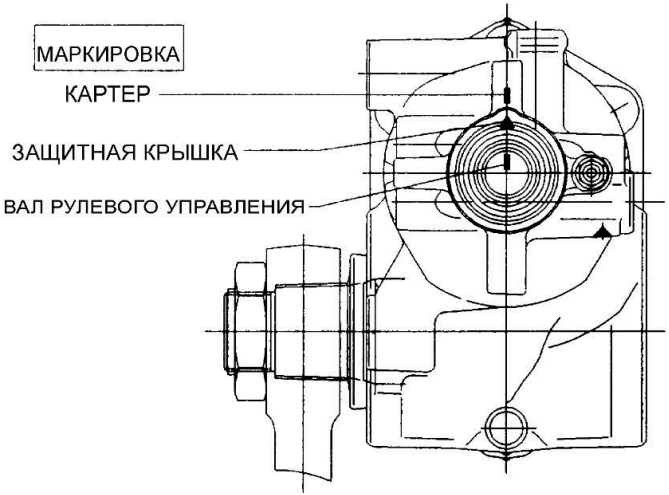

Рис. 6.17. Маркировка
3. Повернуть рулевое управление в среднее положение – половина общего количества оборотов рулевого колеса, при этом должны совпадать маркировки (см. Рис. 6.17) на вале рулевого управления, защитной крышке и картере.